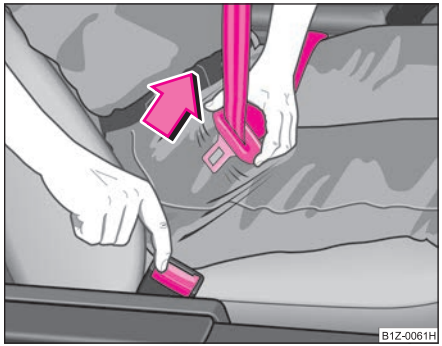

Fig. 144 Releasing lock tongue from belt lock
– Press the red button in the belt lock ⇒ fig. 144. The spring force causes the tongue of the lock to jump out.